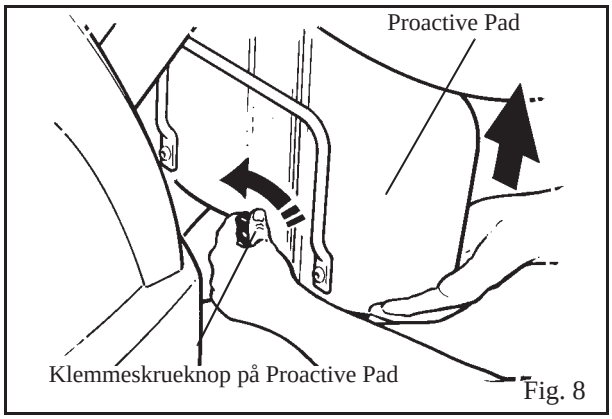

Fig. 8
2. Når du har nået den rette højde, skal knoppen strammes igen. (Se fig. 8)